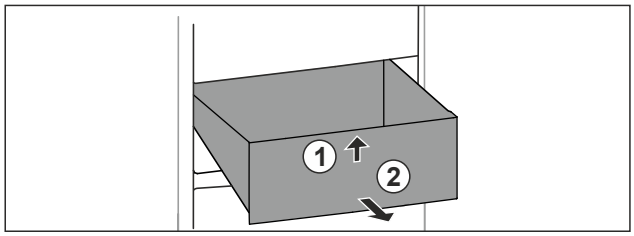

*Fig. 136*
▶ Lade aan de voorkant optillen. *Fig. 136 (1)*
▶ Lade naar voren toe verwijderen. *Fig. 136 (2)*